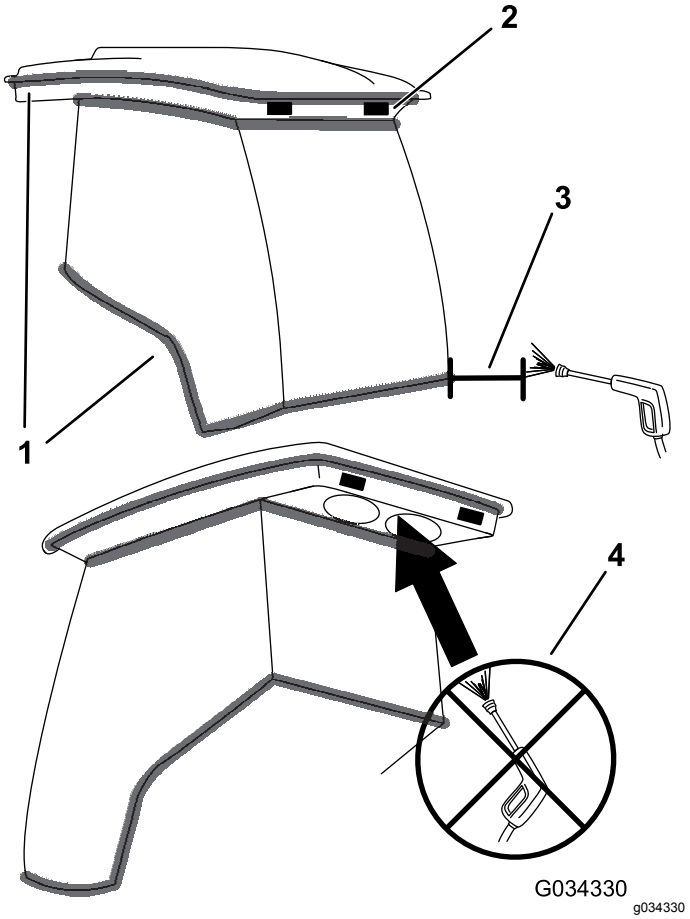

**Figur 147**
***Vigtigt:*** **Vær forsigtig omkring førerhusets forseglinger og lygter (Figur 147). Hvis du bruger en højtryksrenser, så hold højtryksrenserpistolen mindst 0,6 m væk fra maskinen. Brug ikke højtryksrenser direkte på førerhusets forseglinger og lys eller under bageste udhæng.**